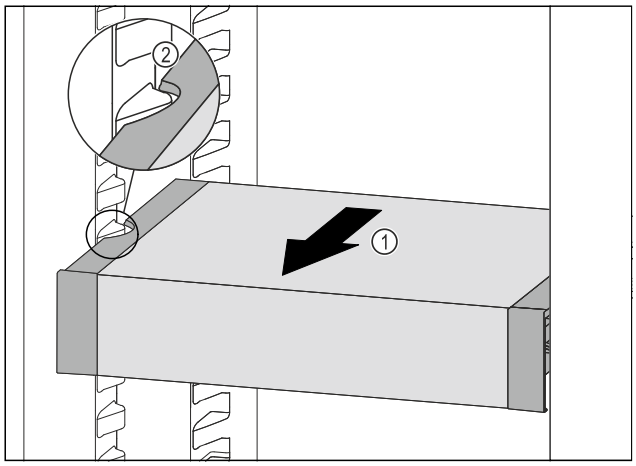

Fig. 170
▶ 向前拉动 VarioSafe *Fig. 170 (1)*，直至 VarioSafe 的侧部凹槽与冷藏区中的容器肋梁持平。 *Fig. 170 (2)*